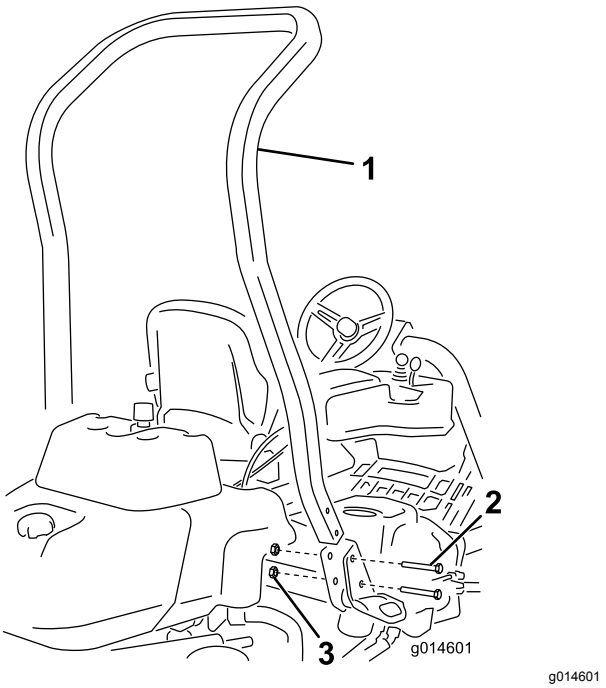

Rysunek 3
3. Zamocuj pałąk zabezpieczający w gniazdach z każdej strony maszyny, używając 4 śrub (1/2 x 3 3/4”) i 4 nakrętek kołnierzowych (1/2”) w sposób pokazany na Rysunek 3.